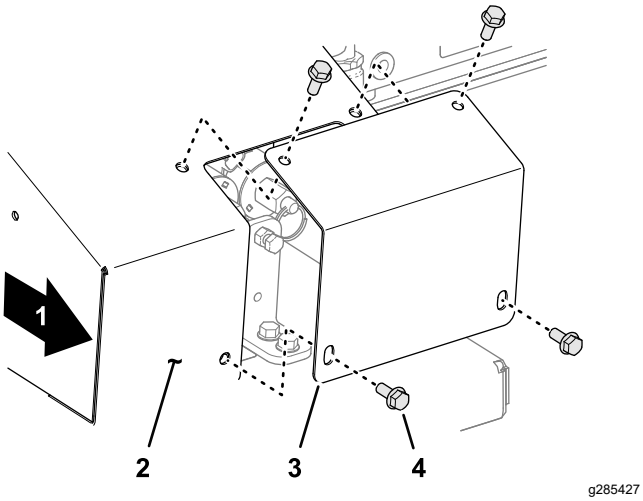

Figuur 32
1. Verwijder aan de rechterkant van de machine de 4 inbusbouten met flens waarmee de afdekplaat bevestigd is aan het deksel van de uitschakelvergrendeling (Figuur 32)